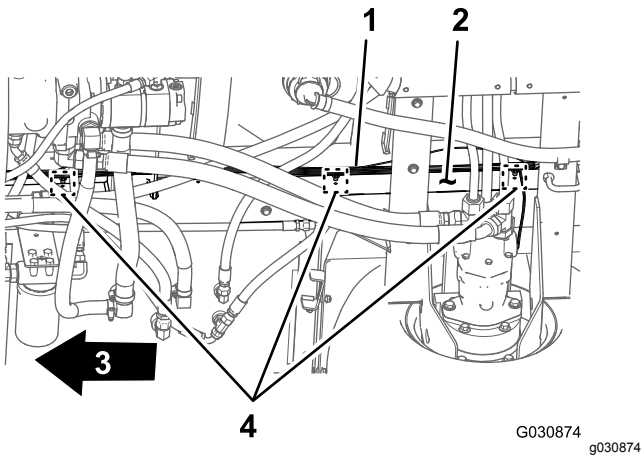

Figuur 35
3. Verwijder de 3 pluggen waarmee de achterste kabelboom bevestigd is aan de openingen in de rechter framebuis van de machine (Figuur 35).